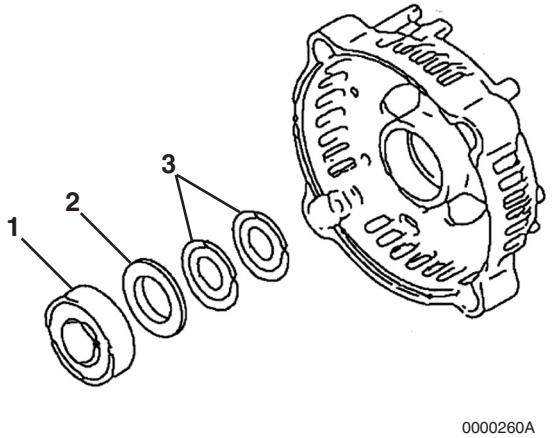

Figure 11-11
11. If it is necessary to replace the bearing **(Figure 11-11, (1))** in the rear frame housing, use a puller to remove. Discard the bearing. Remove the bearing cover **(Figure 11-11, (2))** and two thrust washers **(Figure 11-11, (3))**.